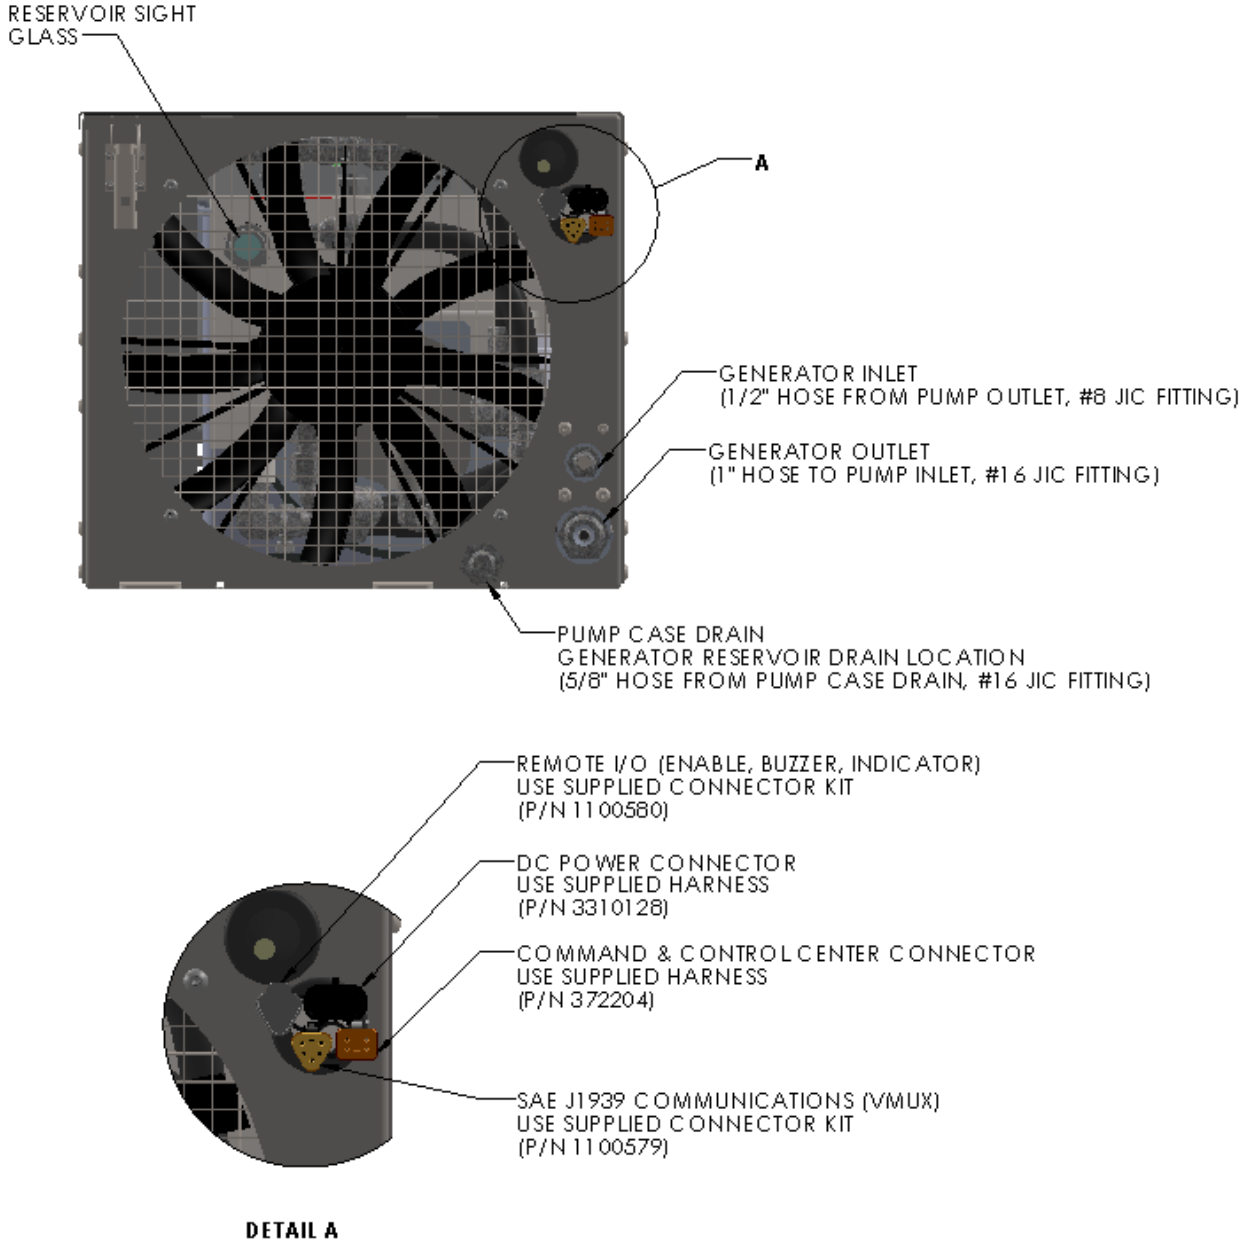

Figure 8 – ER-6.2, ER-8, ER-10 and ER-110 Interfaces
c. Connect Command & Control Center to system controller unit (Reference Figure 8) using P/N 3722004 harness.
6. Install hoses and tighten hose ends, using the **Hose Installation Guidelines.** Reference Figure 8 for connection locations.
8. Connect 12 VDC (vehicle battery positive) to the generator's system controller input (reference Figure 8). Connect the RED wire from the system controller, marked "Vehicle +12V supply" to the vehicle's ignition circuit through a 30-amp fuse. Connect the BLACK wire to the vehicle's ground (vehicle battery negative).